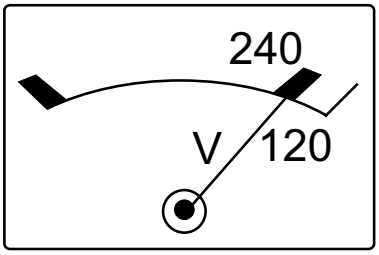

Figure 49. AC Voltmeter (120/240V)
10. Verify that the AC voltmeter is registering a voltage reading as indicated by Figure 49.